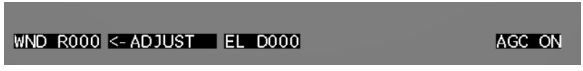

Figure 16. Windage Adjustment Screen.
1. Windage Adjustment – Select Windage and the Windage Adjustment screen (Figure 16) will appear. (< - ADJUST) denotes Windage Adjustment is selected. User may press or hold LEFT or RIGHT buttons to adjust Windage. Press and Release of the PWR/MENU button will save changes and take the user back to the Windage and Elevation Selection Screen (Figure 15).